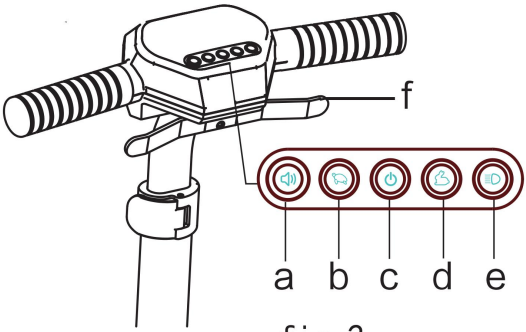

fig. 2
2.2 Panneau de configuration (Figure 2)